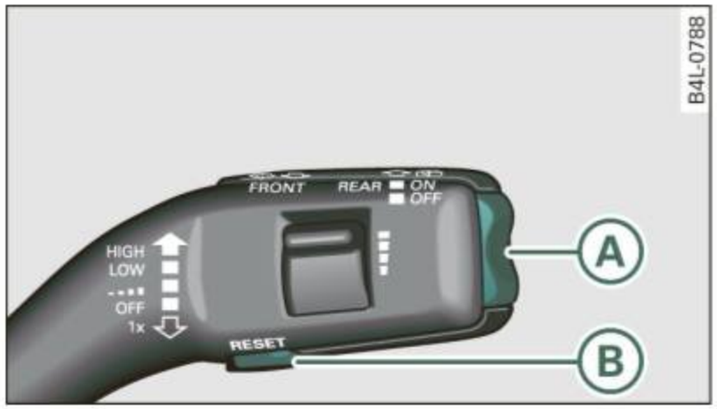

Fig. 15 Wiper lever: Controls for the menu display
Reset button (B) and **rocker switch** (A) ⇒ fig. 15 functions: